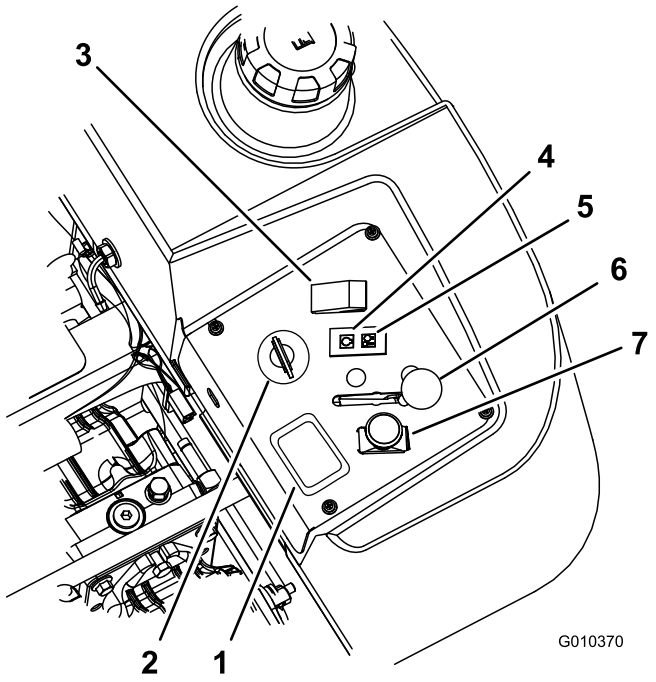

Figur 12
4. Flyt kraftudtagets kontakt til afbrudt position (Figur 12).